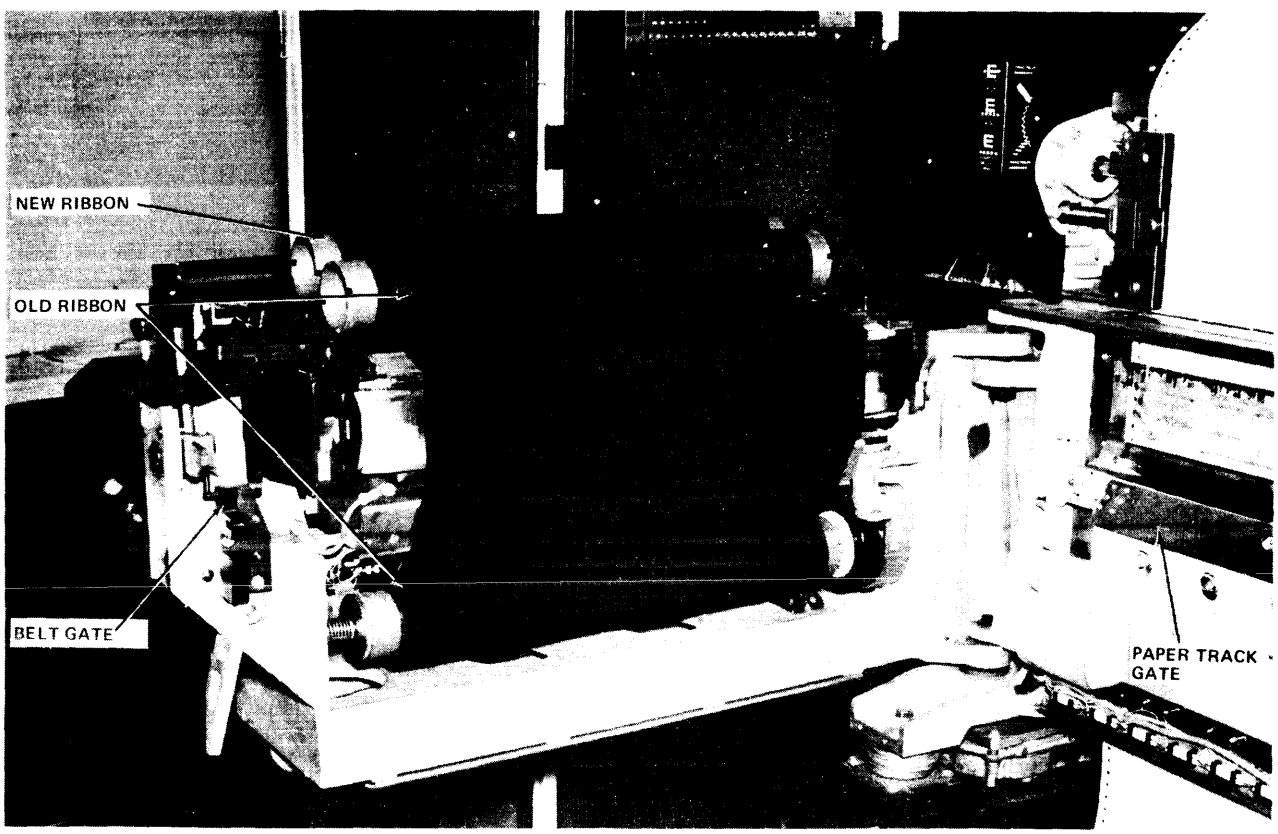

FIGURE C-33
5. Separate paper track gate from belt gate (Figure C-33).